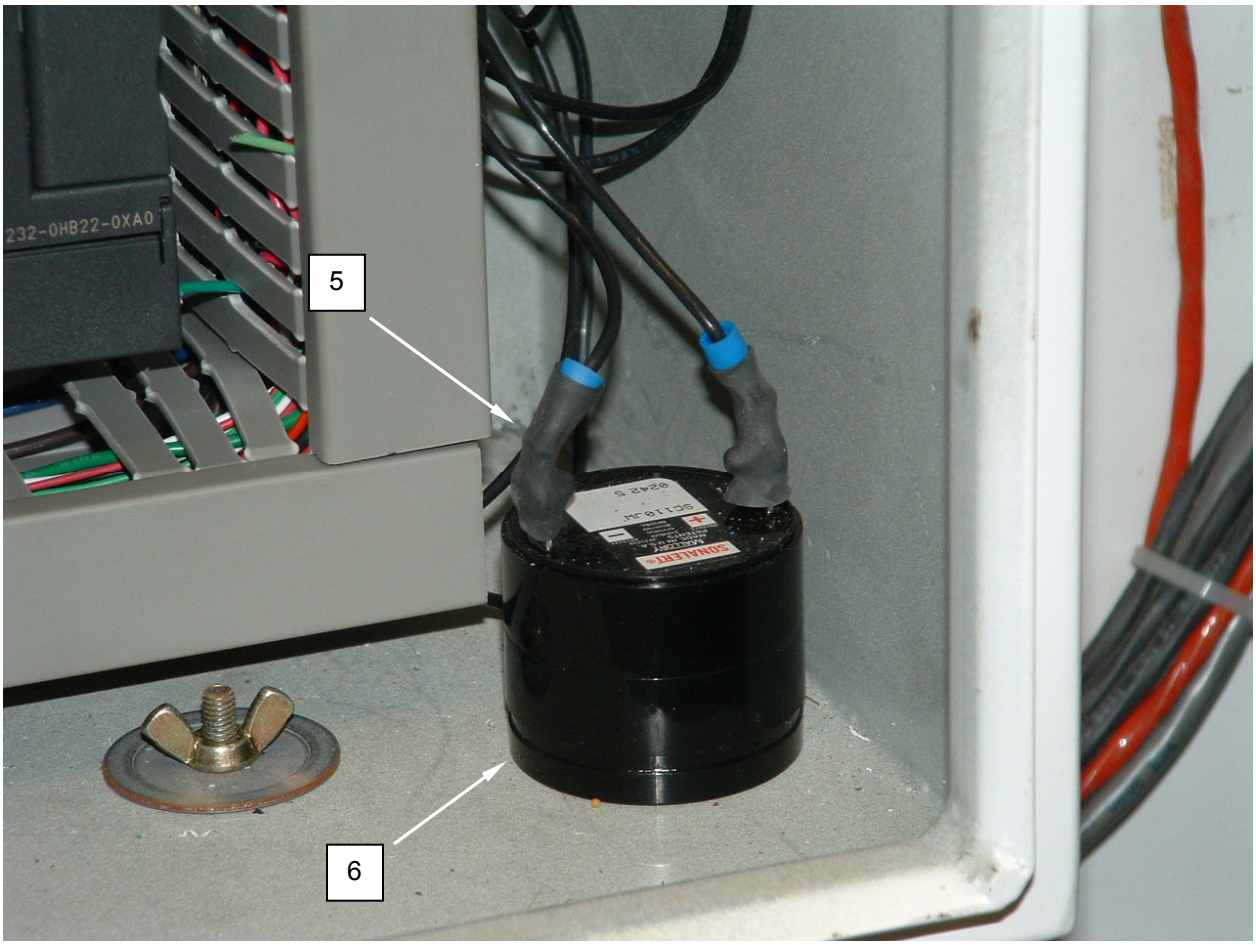

Figure 7. Test Audible Alarm.
3. Strip the heat shrink insulation **(Figure 7, Item 5)** from the wiring connections.
4. Tag and disconnect wiring from audible alarm **(Figure 7, Item 6)**.